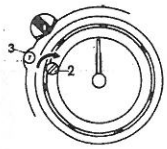

Bild 6
3. Stellschraube 2 gemäß Bild 6 im Uhrzeigersinn drehen, bis im Sichtfenster 3 die Zahl 7 erscheint.